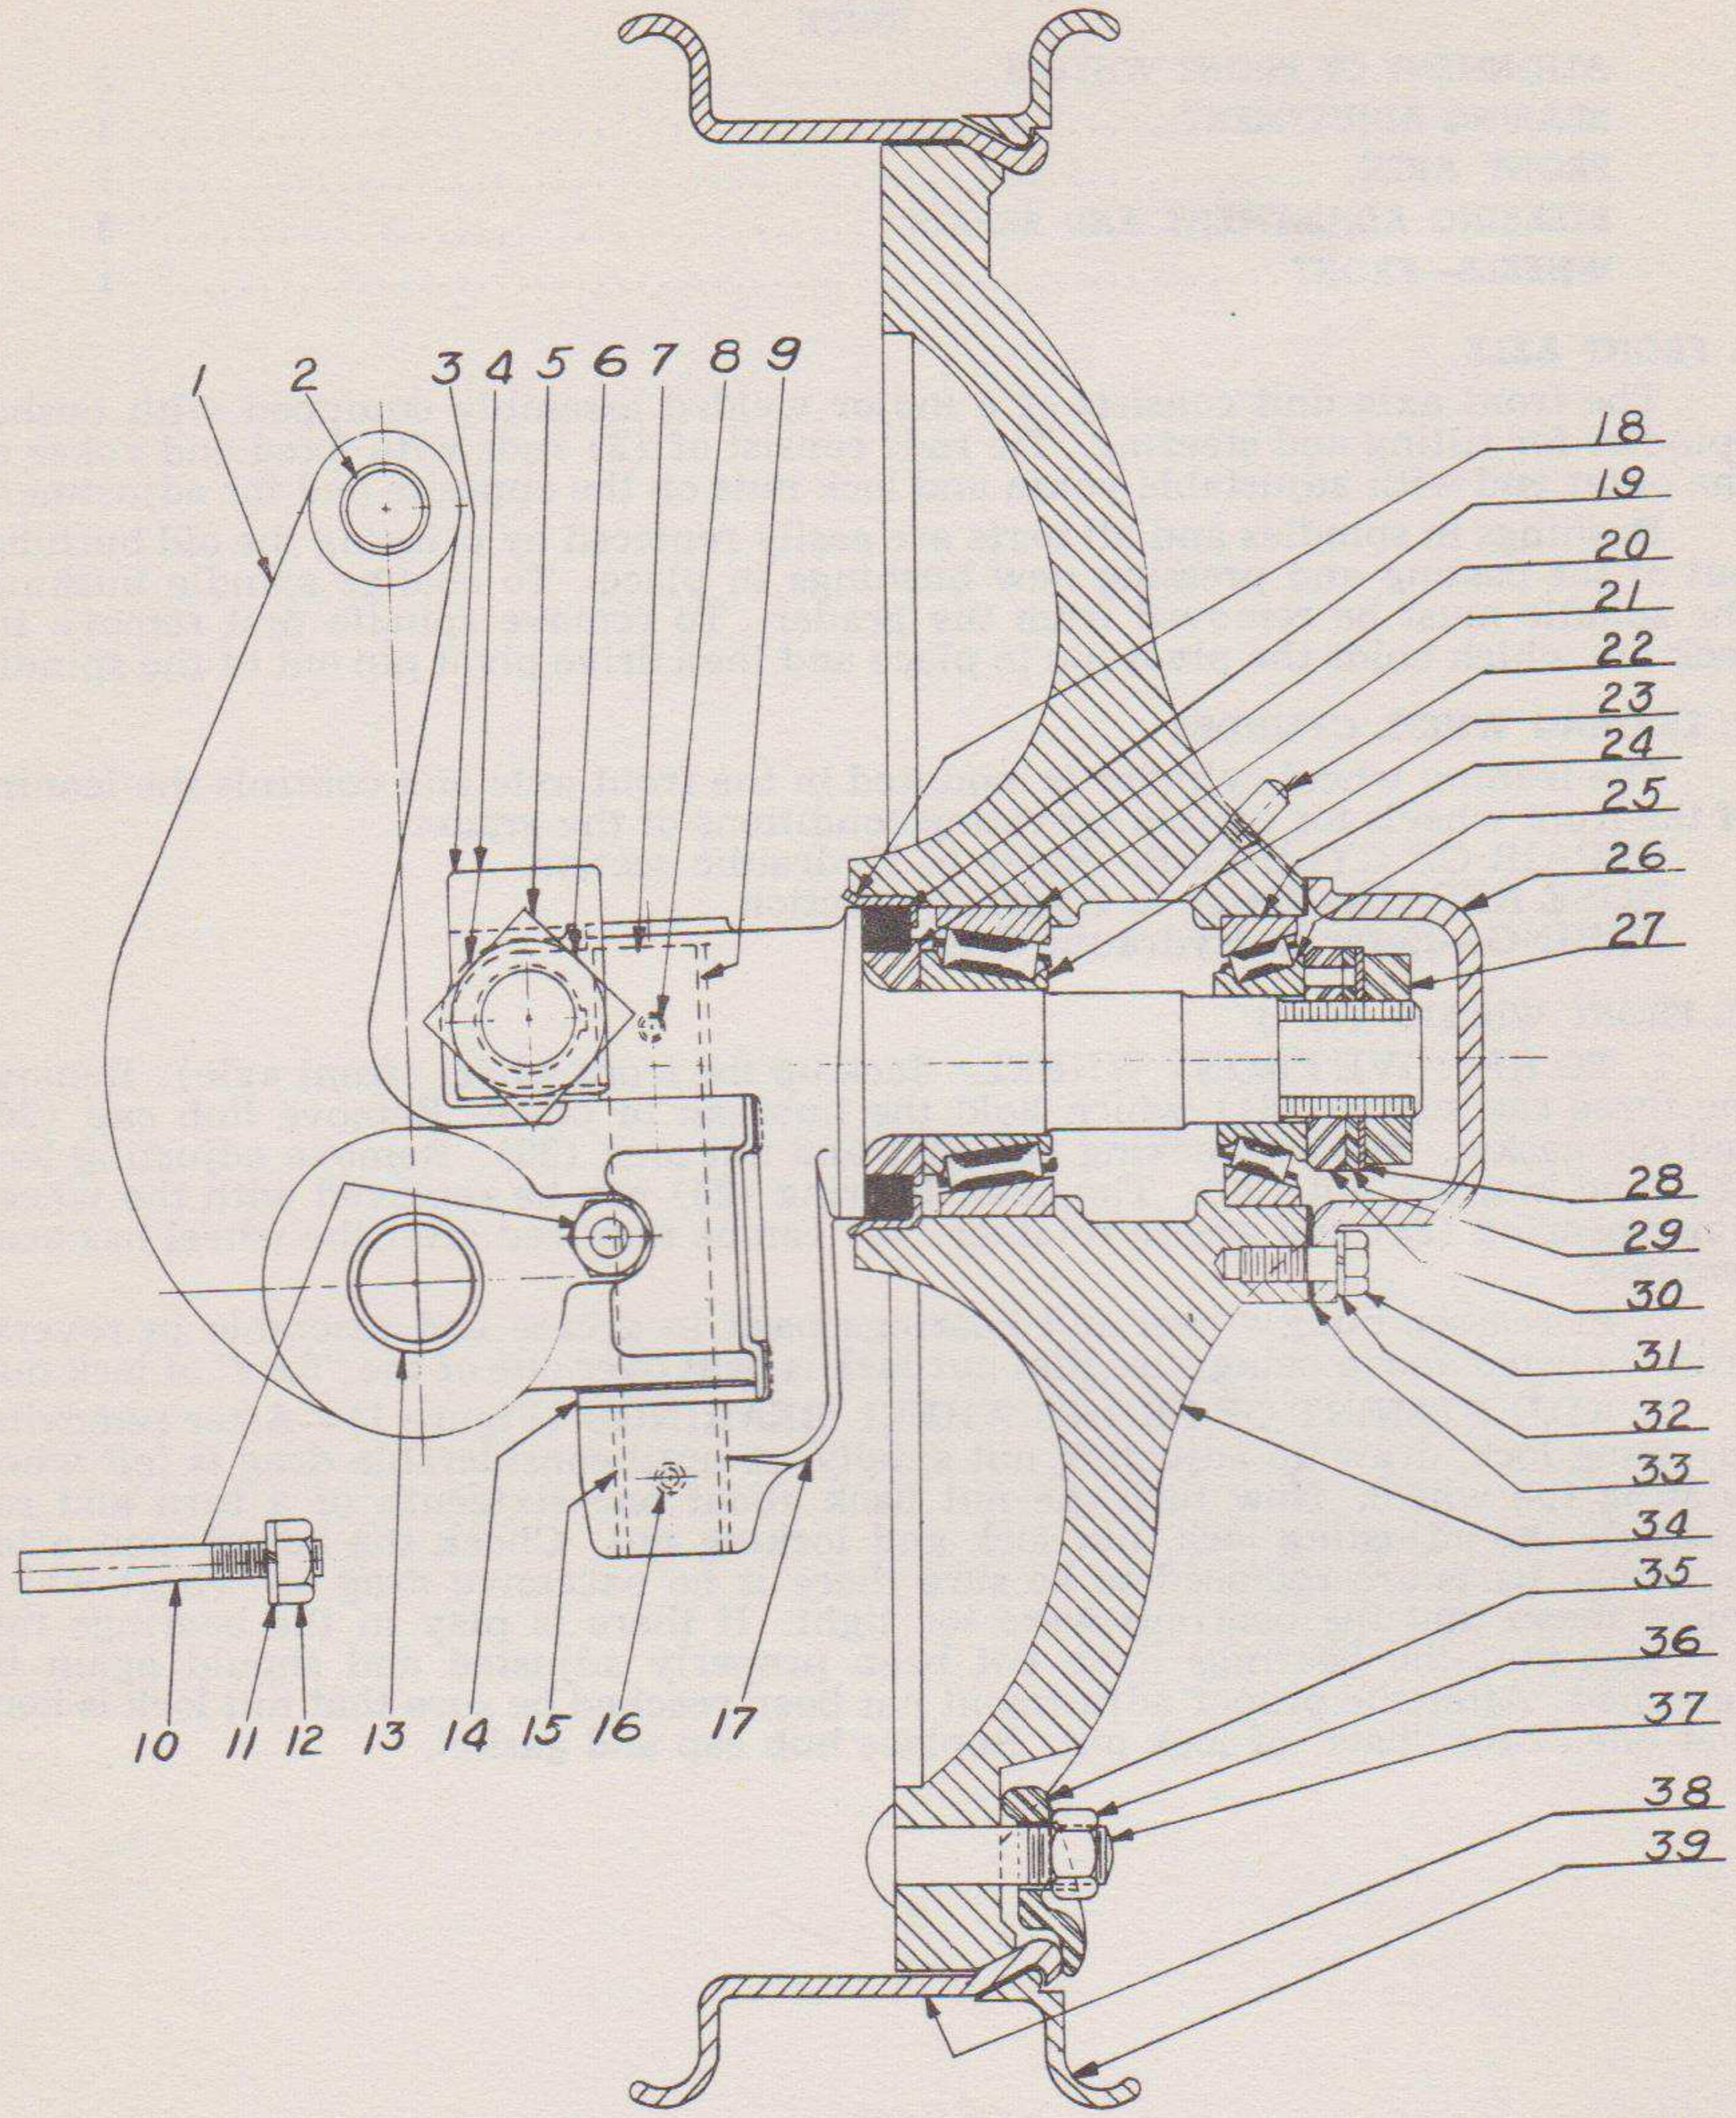

Fig. 1—Front Wheel
III. FRONT WHEELS (Fig. 1)
1. TO REMOVE FRONT WHEEL—Jack up the front wheel (front axle). Remove the three cap screws (31) which hold the hub cap in place. Remove hub cap (26) and cap gasket. Remove locking nut (27) and nut lock (28). Remove adjusting lock (29) and knuckle nut (30). The outer bearing (25) can be removed with the wheel. Inner bearing (23) and grease retainer (19) can be removed after the wheel has been removed.
3. ADJUSTMENT OF FRONT WHEEL BEARINGS (Figure 1)—After removing adjusting lock, draw up adjusting nut snugly, or until considerable drag is felt when rotating the wheel. Now turn the nut back about one-sixteenth of a turn and re-assemble the adjusting lock, nut lock and locking nut. Check the adjustment after the above parts are replaced to be sure there is no excessive drag on wheel which would mean that the bearings were too tight. If there is play in the bearings this indicates that the bearings have not been properly adjusted and should again be tightened. After the proper adjustment has been reached be sure that nut lock is bent over one of the "flats" of lock nut. Replace hub cap and gasket.